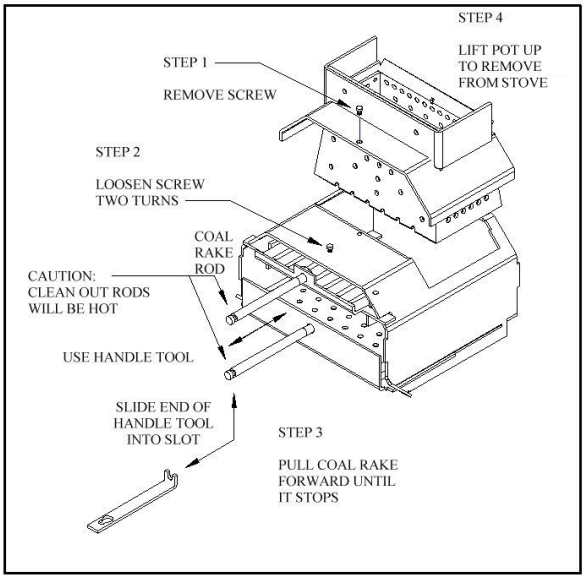
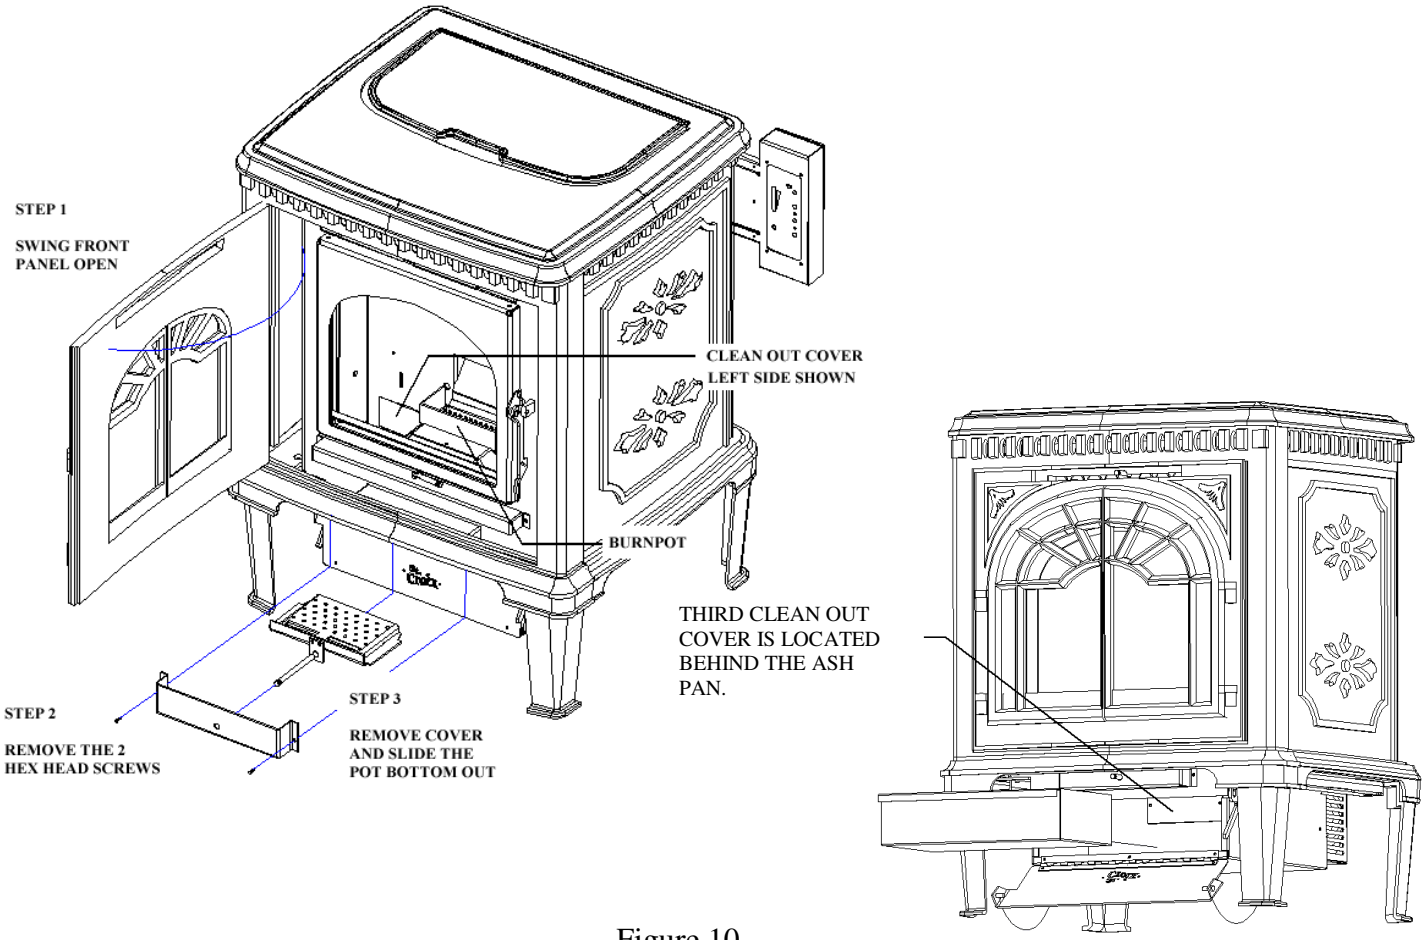

Figure 9
Figure 10
1. **The coal Rake.** The first step is to push the coal rake in and shave the burning coals and corn off the top of the clinker. Once this is done open the door and add a ¼ cup of pellets on top of the coals *(See figure 7 below).* To push in the Coal rake, use the Rod Handle tool shown in figure 9 on page 16.
3. **The slide out bottom.** *(See figure 8 on page 15)* Now you are ready to drop the clinker from the burn pot. Pull the bottom out in one quick motion and let the clinker drop into the ash pan. Quickly push the bottom in again. To pull out the slide bottom use the Rod Handle tool shown in figure 9 on page 16 (see point 2 at the top of page 16).
6. Cleaning the Heat exchange tubes. Now you can pull the tube scraper back and forth a couple of times to keep the tubes clean. If the Tube Scraper feels sticky and difficult to move, check for the presence of creosote on the tubes. If creosote is present a damper adjustment may be needed or the Stove has become plugged and needs a thorough cleaning. Call Dealer for assistance. To pull the tube scraper back and forth use the Rod Handle tool shown in Fig. 9 on page 16.
2. **Burnpot and Slide-Out Bottom.** Clean burn grate holes whenever needed. Remove the Burnpot and use a small metal object (Nail, Drill Bit, etc) to clean out plugged holes. (*See Figure 9 & 10)*
To remove the Burnpot from the stove, the Coal Rake must be pulled back so the pot will clear it. Open the Firebox door of the stove and you will see 2 Hex head screws. Follow steps 1 through 4 in figure 9 to remove the Burnpot from the stove. To remove the Slide-out Bottom, follow steps 1 through 3 in figure 10.
3. **Clean-Out Ports/Ash Traps.** The stove has 3 Exhaust Cleanout Ports located in the LEFT AND RIGHT lower corners of the firebox and a third Clean Out cover is located behind the ash pan. The Left Cleanout/Ash Trap Cover and the one behind the Ash Pan are shown in figure 10. Remove covers and clean with a vacuum regularly.
1. **Spring Shutdown.** After the last burn in the spring, cool the stove. Remove all corn from the hopper and the auger. Thoroughly clean the burn pot, burn pot box, ash pan and ash traps behind the ash pan. (To locate the ash traps see figure 10 on page 17)